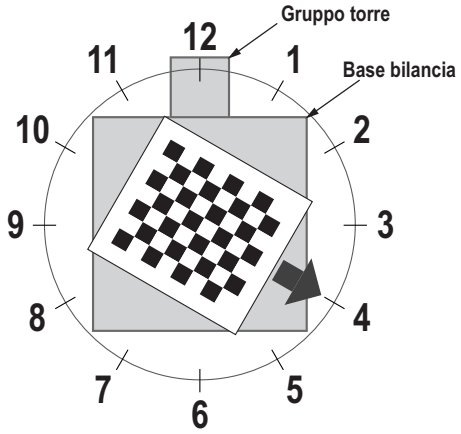

Figura 5-6. Rotazione a ore 4
5. Allineare l'oggetto di calibrazione in modo che i crocini siano centrati. Ruotare l'oggetto di calibrazione in posizione ore 4 con il gruppo torre in posizione ore 12 (Figura 5-6).